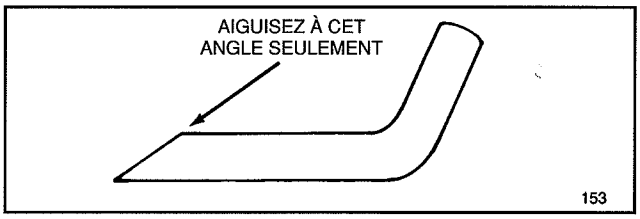

Figure 24
6. AIGUISAGE DE LA LAME—Au moyen d'une lime, affuter la partie supérieure de la lame (le côté dirigé vers le haut du carter de la tondeuse) en conservant l'angle de coupe original (fig. 24). Si la même quantité de métal est retirée sur chaque tranchant, la lame reste équilibrée.